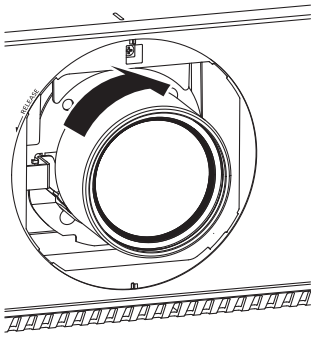

Figura 2
2) Gire la lente de proyección en el sentido de las agujas del reloj hasta que haga clic. (Figura 2)